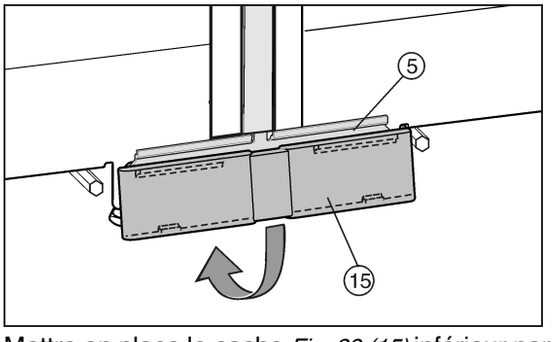

*Fig. 29*
- ▶ Mettre en place le cache *Fig. 29 (15)* inférieur par le haut sur la tôle de jonction *Fig. 29 (5)* et le faire encliqueter en bas.